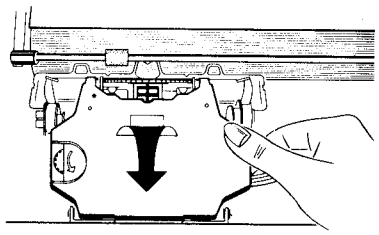

Abb. 1
2. Nehmen Sie die verbrauchte Farbbandkassette nach oben heraus (Abb. 1).